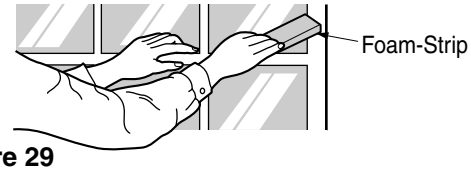

Figure 29
8. Cut the Foam-strip to the proper length and insert between the upper window sash and the lower window sash. (See Fig. 29)